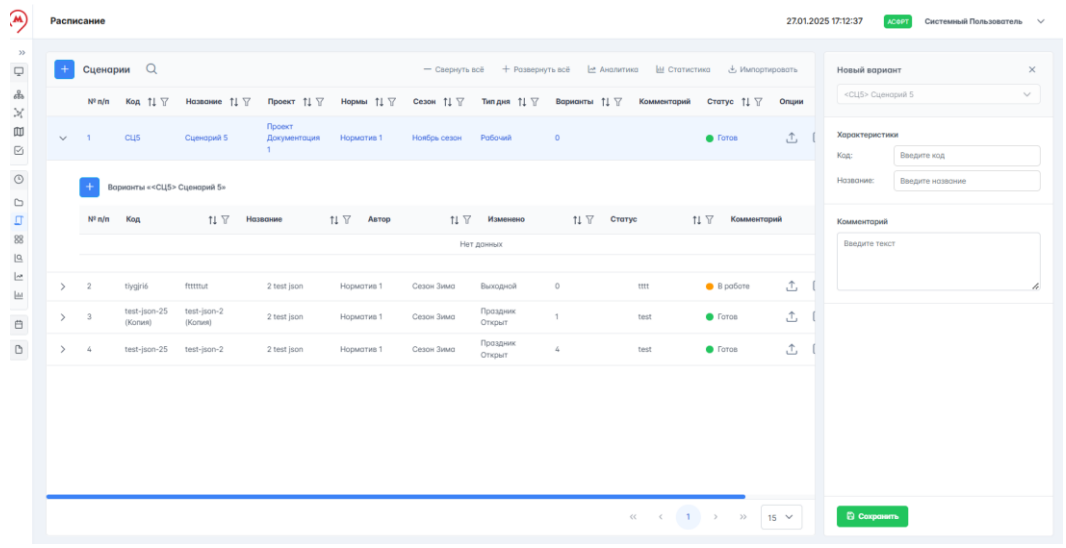

Рисунок 190 – Создание варианта внутри сценария
2. Нажать + на панели управления вариантов текущего сценария, справа откроется окно "Новый вариант" (рисунок 190).